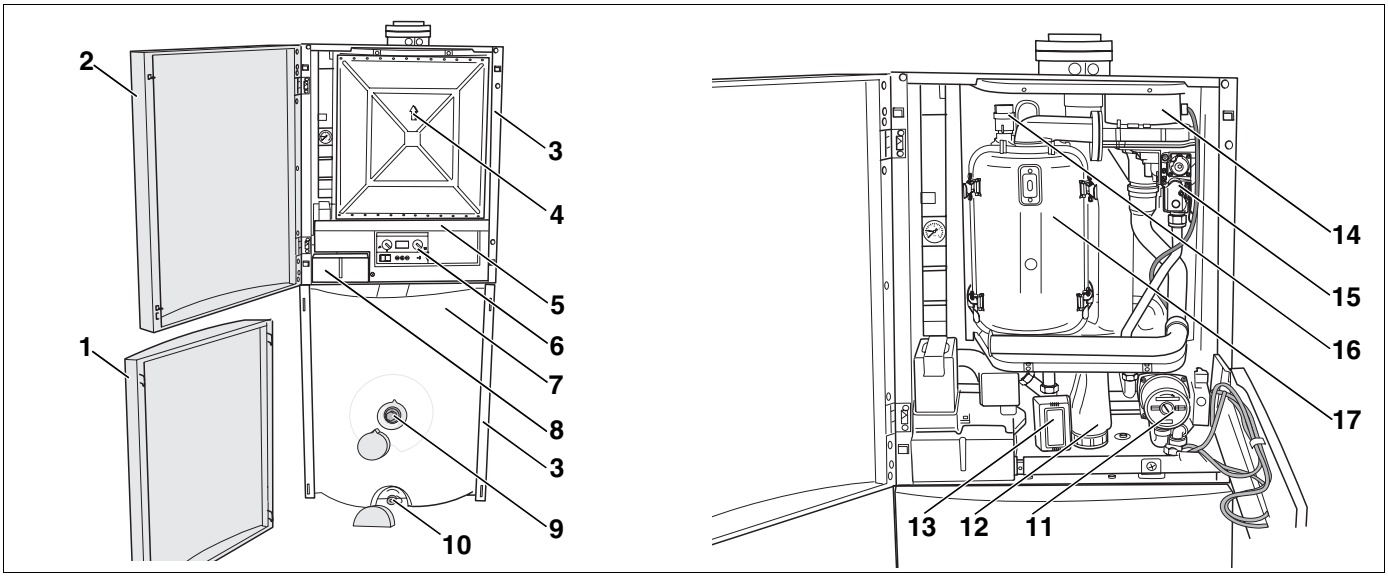
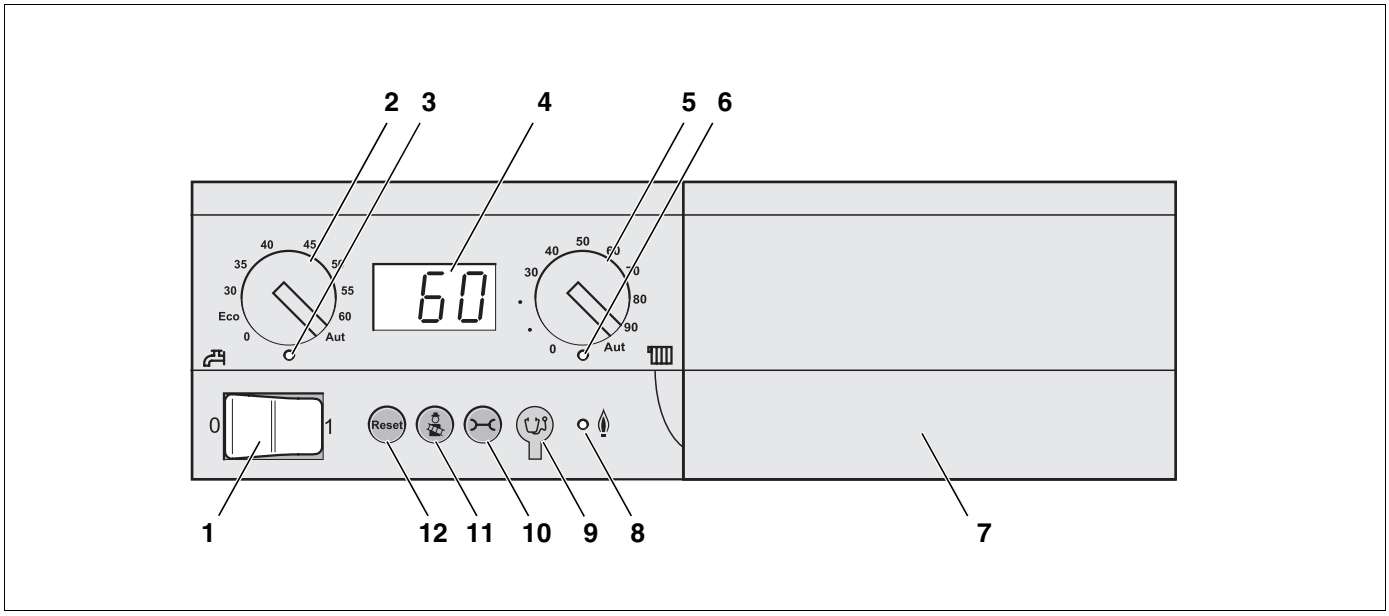

Rys. 1 Logamax plus GB132 T – komponenty główne
Rys. 2 Sterownik bazowy Logamatic BC10 – elementy obsługowe
Logamax plus GB132 T (rys. 1) dostarczany jest z wbudowanym fabrycznie zasobnikiem c.w.u. Logalux S135/S160 oraz kompletnie zamontowanym i okablowanym sterownikiem bazowym Logamatic BC10 (rys. 2, strona 12).
Logamax plus GB132 T (rys. 1) składa się z następujących komponentów głównych:
– Osłona komory podciśnieniowej (rys. 1, **poz. 4**) z zamontowanym pod nią palnikiem rurowym z wymiennikiem ciepła (rys. 1, **poz. 17**), dmuchawą (rys. 1, **poz. 14**), armaturą gazową (rys. 1, **poz. 15**), automatycznym odpowietrznikiem (rys. 1, **poz. 16**). Wymiennik ciepła przekazuje wodzie grzewczej ciepło wytworzone przez palnik rurowy.
– Panel obsługowy (rys. 1, **poz. 5**) z umieszczoną za nim pompą obiegową (rys. 1, **poz. 11**), zaworem trójdrożnym (rys. 1, **poz. 13**) i syfonem (rys. 1, **poz. 12**).
– Obudowa kotła/zasobnika (rys. 1, **poz. 3**), drzwiczki kotła (rys. 1, **poz. 2**) i przednia ścianka obudowy zasobnika (rys. 1, **poz. 1**).
– Zasobnik c.w.u. (rys. 1, **poz. 7**) z termoizolacją wykonaną ze sztywnej pianki poliuretanowej bez FCKW (freonu). Zasobnik c.w.u. wyposażony jest w wymiennik ciepła. Zadaniem tego wymiennika jest przekazywanie energii z wody grzewczej na wodę pitną. Cała woda znajdująca się w zasobniku ogrzewana jest równomiernie.
– Sterownik bazowy Logamatic BC10 (rys. 2). Sterownik bazowy Logamatic BC10 pozwala na obsługę podstawowych funkcji instalacji grzewczej. Dostępne są m.in. następujące funkcje sterownika:
Zestawienie elementów obsługowych sterownika bazowego Logamatic BC10 przedstawiono na rys. 2. Bliższe informacje na temat obsługi sterownika bazowego Logamatic BC10 znajdują się w rozdziale 11 "Sterownik bazowy Logamatic BC10", strona 52.